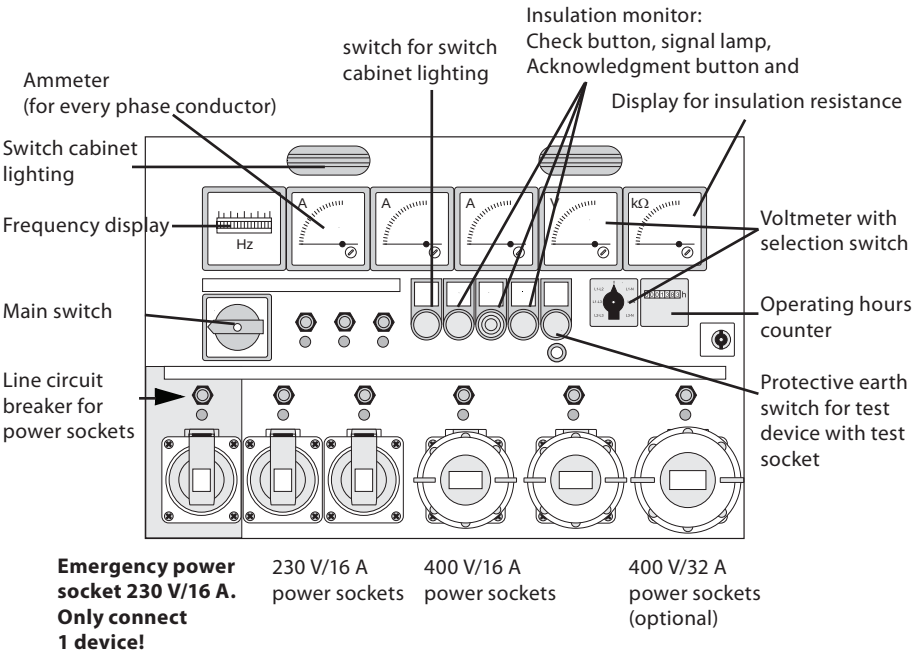

Figure 11 Power sockets, controls and displays on the switch cabinet (example)
Figure 11 shows all the operating- and control elements in the switch cabinet of the generator using an example. If the execution of the switch cabinet varies from the figure: precise arrangement of operating and control elements of your switch cabinet ⇨ separate operating manual for the switch cabinet.
- The current insulation resistance is displayed on a display instrument on the switch cabinet (⇨ Figure 11, page 64). The scale on the display instrument is divided into separate colors according to the state of the insulation (“OK” = green, “Critical” = yellow, or “Poor” = red).
(Position of operating- and control elements ⇨ Figure 11, page 64):
(Position of the test device ⇨ Figure 11, page 64):